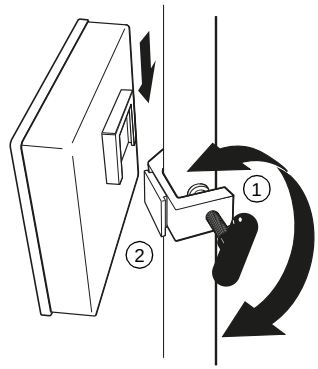

Abbildung 6-16. Anbringen des Schnittstellenmoduls an einem Ständer
1. Befestigen Sie den Halter des Schnittstellenmoduls an einem Ständer (Abbildung 6-16).
2. Bringen Sie das Schnittstellenmodul am Halter an (Abbildung 6-16).